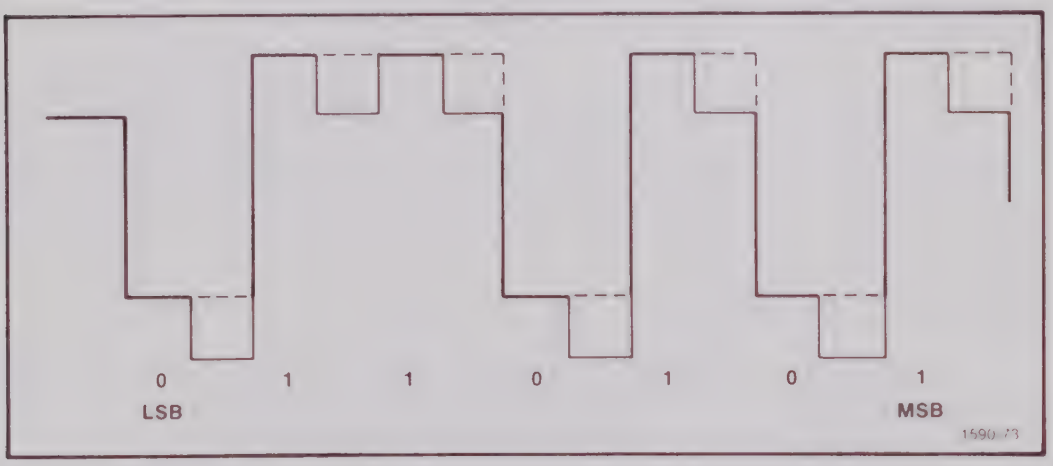

Fig. 6-29. ASCII code for V.
o. Rotate the Test Oscilloscope delayed time multiplier to observe the first group of pulses (delayed time multiplier reading of approximately 1.00). The waveform should be similar to Fig. 6-29.